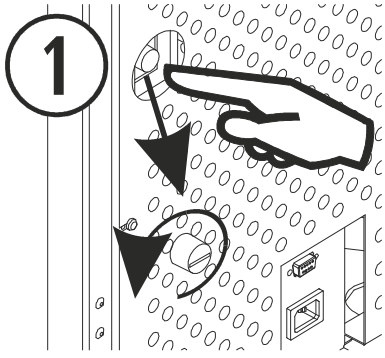

Figura 25
6.11. *Con la caldera desenchufada,* comprobar el termostato de seguridad que se encuentra en la parte trasera, hacia el lateral derecho de la caldera. Para activarlo se debe desenroscar el tapón y pulsar el botón si fuese necesario, si el termostato se encuentra activado escuchará un “clic”. Si el termostato de seguridad ya había sido activado con anterioridad, consulte con su distribuidor. En la *figura 25* se ilustra la posición del termostato en la *Cantina Nova* y *Aveiro*. En la *Super Insert*, el termostato de seguridad lo encontramos abriendo la puerta de cristal, en el lateral derecho.